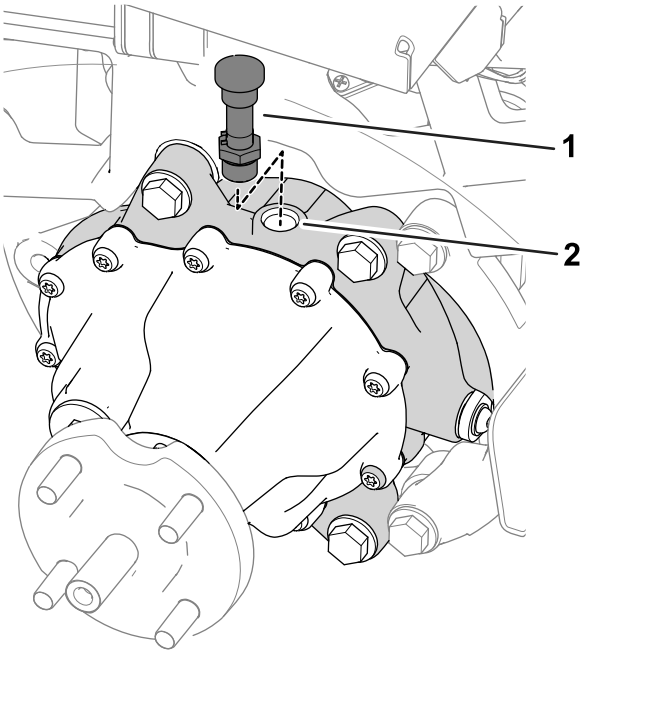

Figura 66
7. Retire la manguera de ventilación y el acoplamiento de la parte superior de la caja de engranajes (Figura 66).
9. Instale la manguera de ventilación y el acoplamiento en el orificio de llenado (Figura 66).